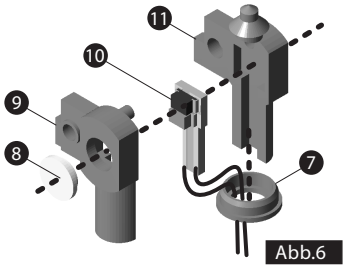

Abb.6
8. Die LED-Platine (10) wird entsprechend Abbildung 6 in die Laternen-Halbschale n (9 und 11) eingelegt. Anschließen d wird die kleine Bodenplatte (7) von unten auf die zusammengesetzte n Laternenhälfte n auf-gedrückt Abschließend die weiße Farbfilterscheib e (8) in die Öffnung einsetzen.